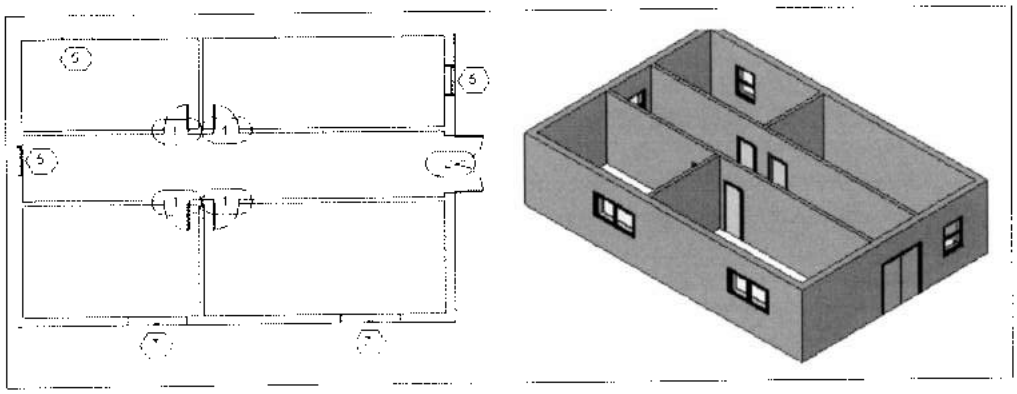

Рис. 29.12. *Окончательные виды модели здания*
b. В свойствах текущего вида *Уровень 1-Окончательный*, а также 3М-вида {3D} установить в разделе **Phasing** для параметра **Phase Filter** значение *Show Complete*. Отобразятся все исходные компоненты, которые не были снесены, и все новые компоненты, добавленные к модели здания (рис. 29.12).